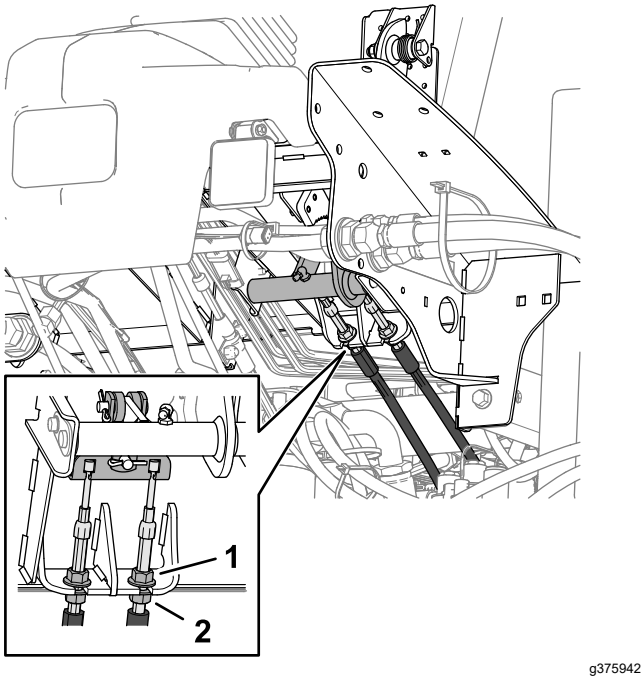

Рисунок 139
5. Чтобы уменьшить свободный ход педалей тормоза, ослабьте передние контргайки на резьбовом конце каждого троса тормоза (Рисунок 139).